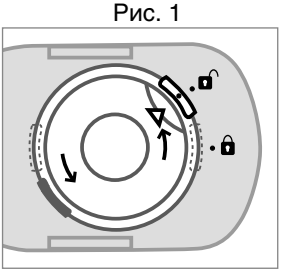

Рис. 2
3. Расположите камеру ингаляционную вертикально на столе. Отсоедините верхнюю часть камеры ингаляционной от самой камеры. Для этого поверните крышку камеры ингаляционной против часовой стрелки, так, чтобы маркер «▶•» указывал на «•🔓» (рис. 2). Потянув крышку камеры ингаляционной вверх, извлеките ее.